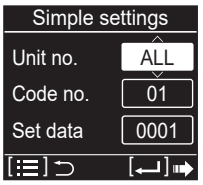

Fig. 7-1-3
The “Simple settings” screen (Fig. 7-1-3) appears on the LCD display.
(3) Select the “Unit no.” (Fig. 7-1-3) by pressing the ∨ or ∧ button.